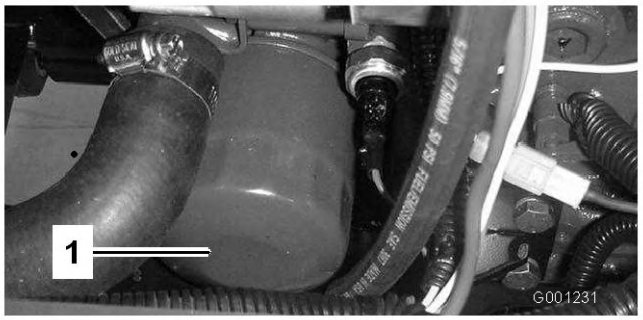

Figure 49
6. Déposez et remplacez le filtre à huile (Figure 49).